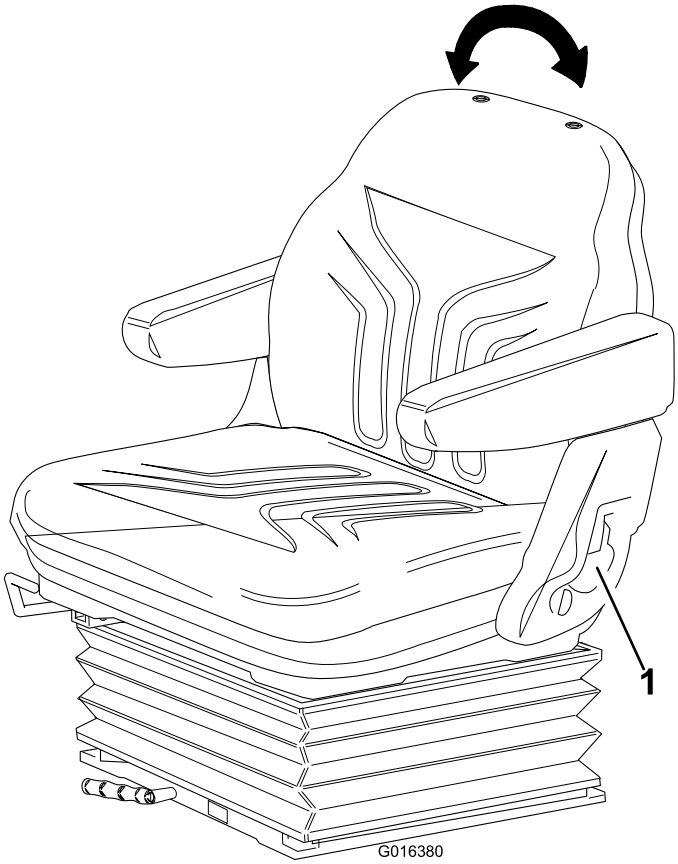

Figur 14
- **Ryggstøttejustering:** Trekk håndtaket utover for å justere vinkelen på setets ryggstøtte. Slipp håndtaket for å låse setets ryggstøtte på plass (Figur 14).